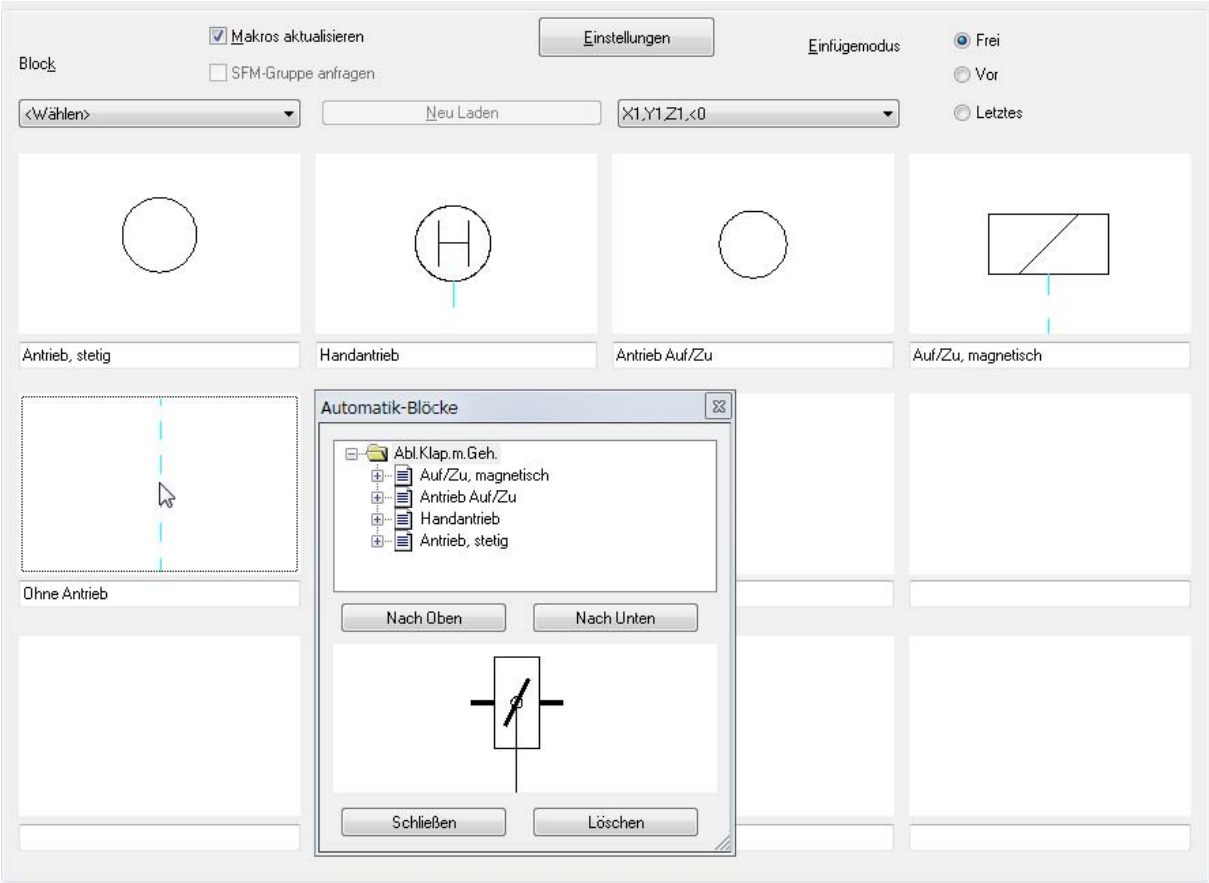

Bild 28.39 – Anfügen der Untergeräte ans Hauptgerät
- Um die Klappenantriebe aufzunehmen, wechseln Sie einfach auf Ihre neue Seite *Klappenantriebe* und führen nacheinander je einen Doppelklick auf die Dias aus. Die Symbole erscheinen als Unterpunkte des Ordners (Abb. 28.39).